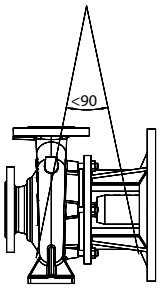

Рис. 1. Насос без электродвигателя
Рис. 1а. Насос с электродвигателем на общей опорной плите
- **Для подъема краном насос следует обхватить подходящим ремнем, как показано на рисунке. Уложить ремень вокруг насоса в петли, которые затянутся под действием собственного веса насоса (рис.1, 1а).**